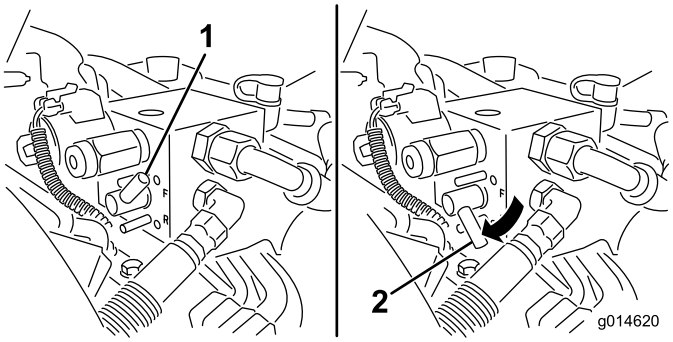

**Figuur 52**
5. Zet de wethendel in de achteruitstand (R) (Figuur 52).